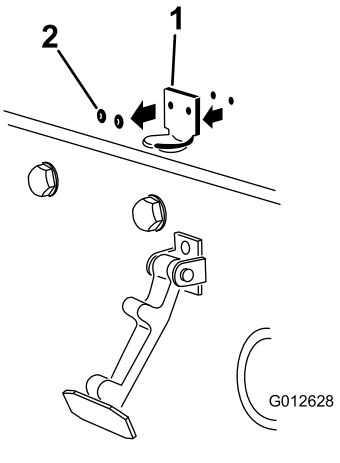

Figur 3
2. Fjern de to naglene som fester panserlåsbraketten til panseret (Figur 3).